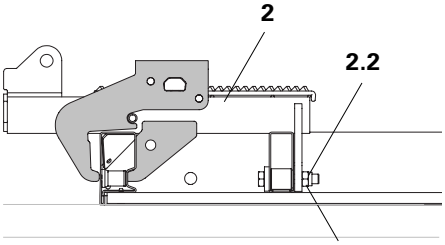

Fig. A4.02
2. Introduire le crochet par en-bas dans la moulure profilée et fixer les sabots passerelle MXP (2) sur les raidisseurs du panneau à l'aide de boulons (2.2) (Fig. A4.02)
3. Accrocher la pièce coulissante et serrer à l'aide de la clavette. Les crochets sont en haut sur le profilé de tête. (Fig. A4.02)